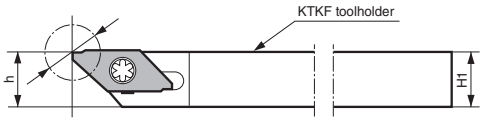

Fig.3 When a TKF-NB inserts is attached
2) If the 1 mm adjustment is not possible, use the TKF..-NB. (Ref. to Fig.3)